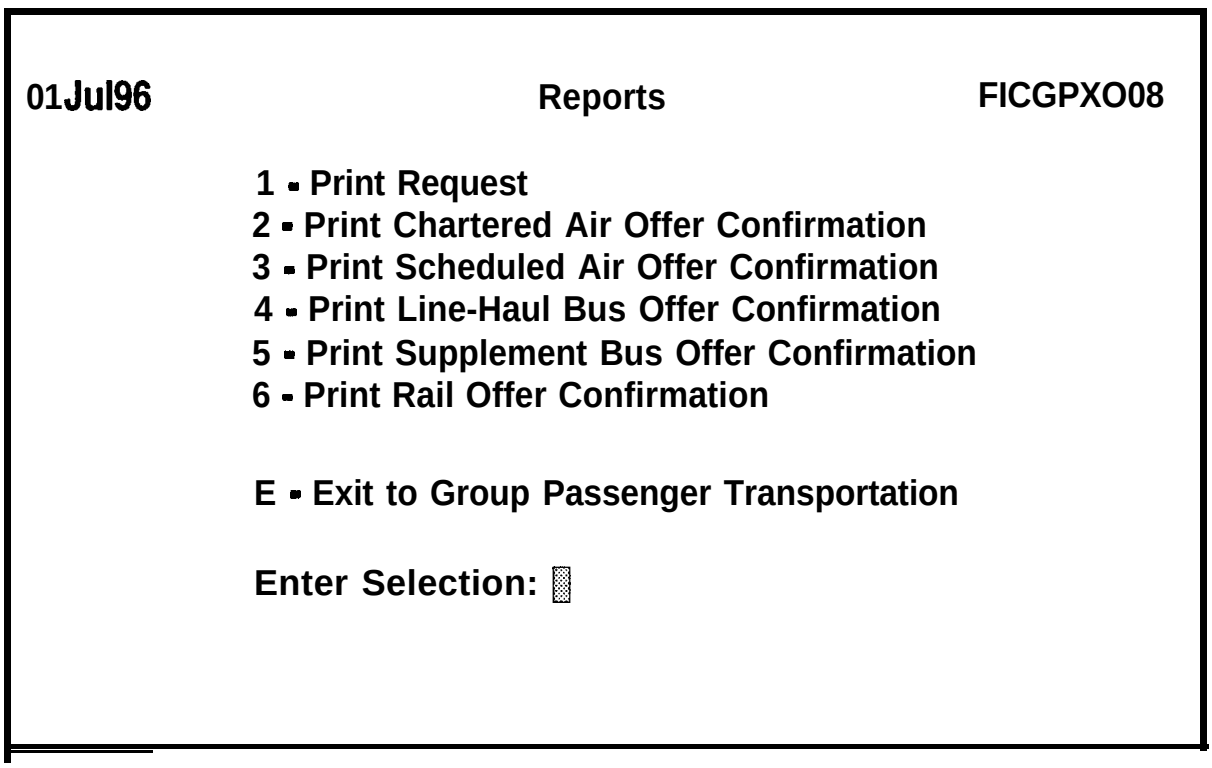

Figure 10-8. GOPAX Reports Menu
c. Select **Reports** from the Group Passenger Transportation menu. The Reports menu will be displayed as shown in Figure 10-8.